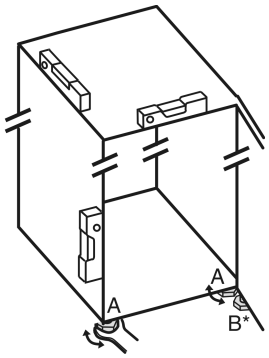

Fig. 27
▶ Stelvoetjes *Fig. 27 (A)* met meegeleverde steeksleutel en met behulp van een waterpas er uit draaien tot het apparaat vast en vlak is uitgelijnd.
▶ Stelvoetje *Fig. 27 (B)* op het lagerblok losdraaien met de bijgeleverde steeksleutel totdat deze op de vloer rust.
▶ Draai de verstelbare poot *Fig. 27 (B)* maximaal 90° verder om beschadiging van de deur te voorkomen.